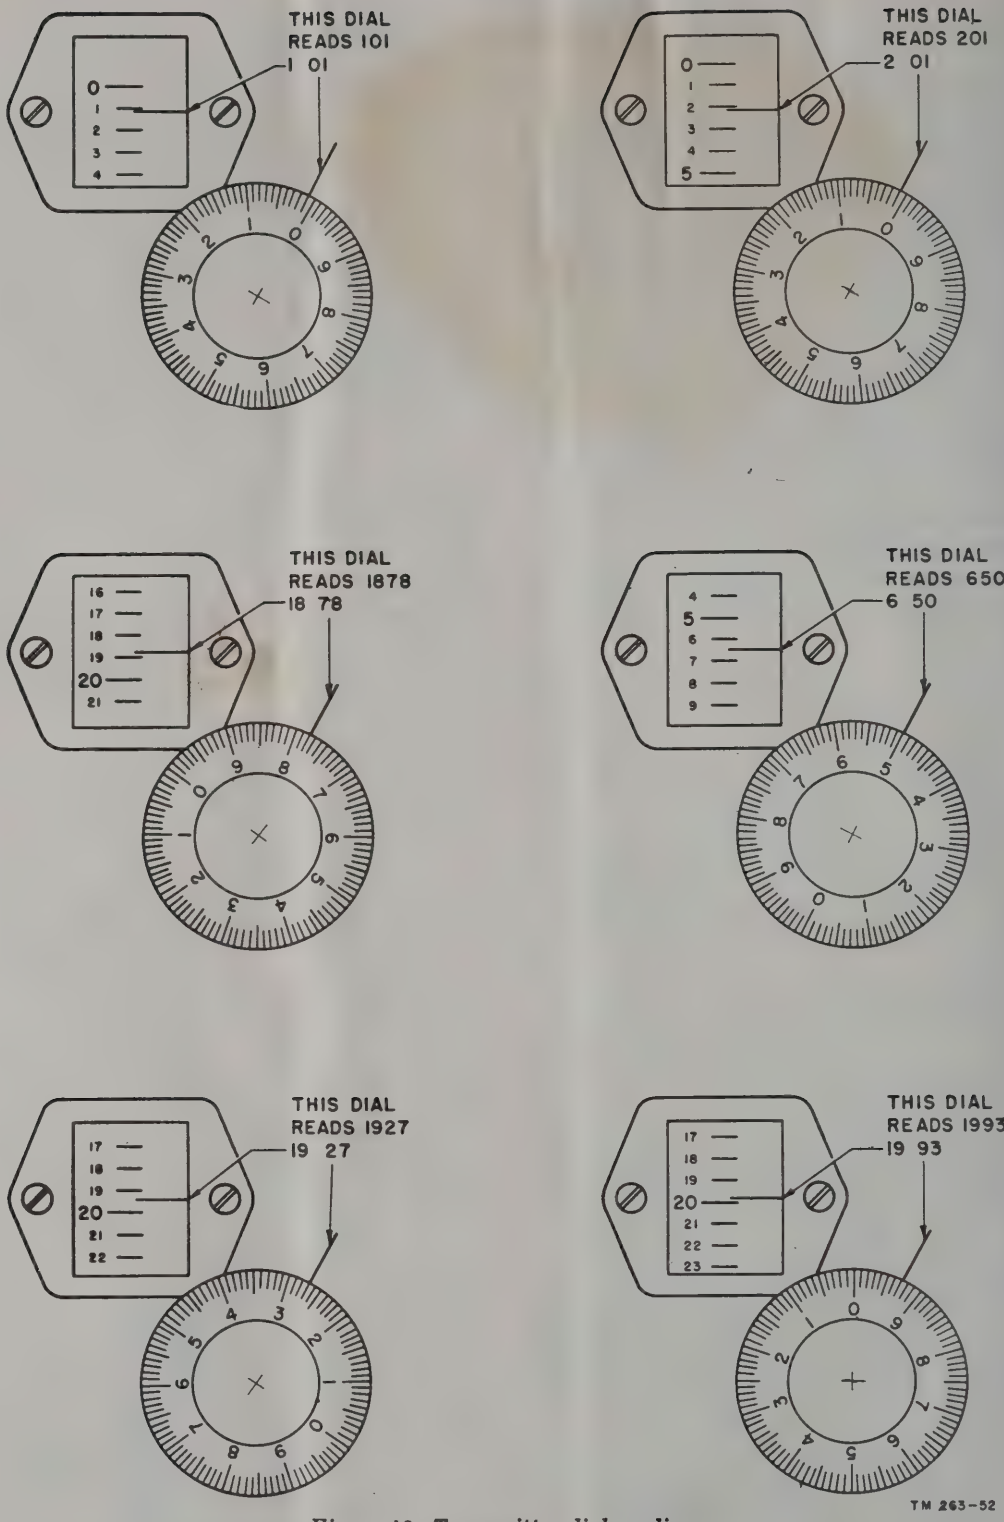

Figure 48. Transmitter dial readings.
b. Dial Reading. The tuning dial associated with FREQ. CONTROL Ⓘ consists of two graduated scales. One is located behind a glass window; the other is marked around the edge of the tuning control knob. The numbers on both of these scales are taken as one reading and they determine the frequency to which the transmitter is tuned. The numbers are not the actual transmitting frequencies but are related to these frequencies by the calibration chart on the transmitter panel. Several dial settings with the corresponding dial readings are shown in figure 48.
(6) In the actual setting of the dial to this frequency, the dial numbers after the decimal point are not included. The dial setting is shown in the lower left hand corner of figure 48.